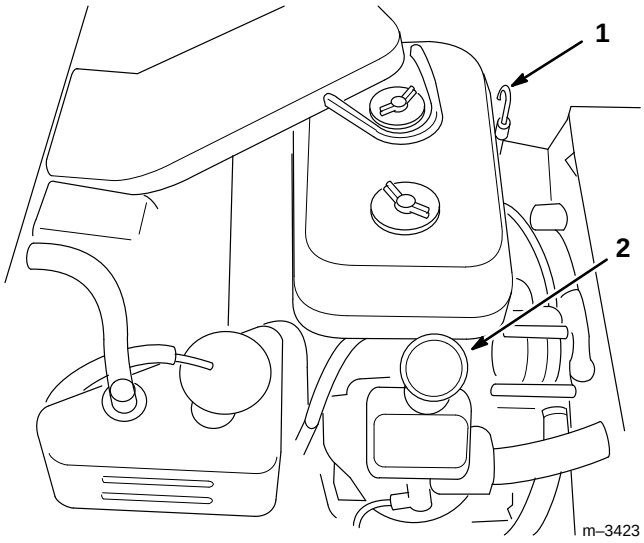

Figure 4
3. Nettoyer les bords de la jauge d'huile (Fig. 4) pour éviter l'introduction de saleté dans l'ouverture de jauge, qui risquerait d'endommager le moteur.